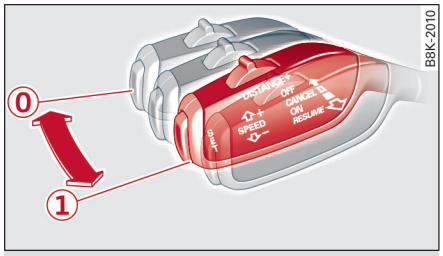
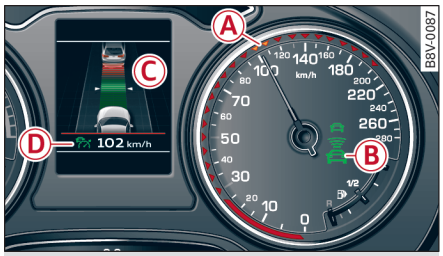

图 116 操控杆：打开/关闭
图 117 组合仪表：自适应巡航控制系统
▶ 把操纵杆拉到位置 ① ⇨ *图 116*。组合仪表显示屏上出现 ACC 待命。
▶ 如要存储当前车速，按压按钮 SET（设置）⇨ *图 116*。已存储的车速会在车速表上的 LED 圆环 Ⓐ 中和短时在信息栏 Ⓓ 中显示 ⇨ *图 117*。
- 要快速提高或降低车速时，请将拨杆**保持**在向上或向下位置，直到红色光电管 Ⓐ 达到所需的车速 ⇨ *89 页，图 117*。
在每次更改后，新存储的车速都会短时在信息栏 ⇨ *89 页，图 117* Ⓓ 中出现。